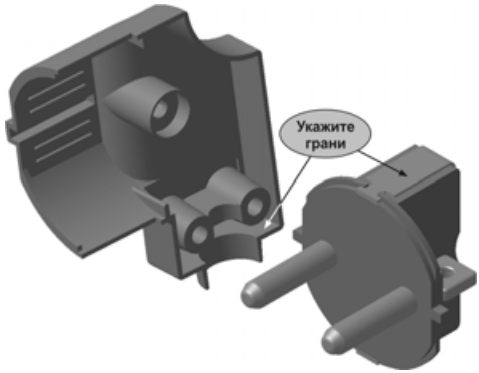

Рис. 7.36
- Нажмите кнопку **Параллельность** панели **Сопряжения** и укажите пару плоских граней на **Крышке** и **Контакте** — система установит параллельность указанных граней (рис. 7.36).